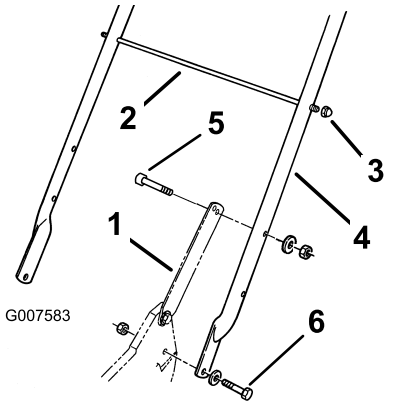

Figuur 3
1. Monteer de handgreep op de buitenkant van de maaikast (in de onderste opening) met twee bouten (5/16 x 1-1/4 inches), ringen en dunne inzetmoeren (5/16 inch) (Figuur 3).
2. Bevestig de vergrendelingen aan de handgreep met twee bouten (5/16 x 1-1/2 inches), ringen en borgmoeren (5/16 inch) (Figuur 3).
3. Schuif de steunstang van de grasvanger door de op één na hoogste montage-opening in de handgreep en zet elk eind vast met een dopborgmoer (Figuur 3).